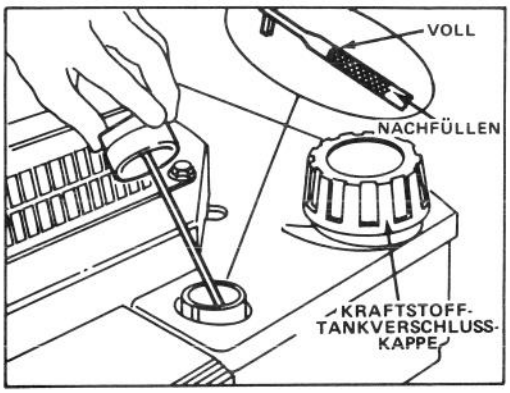

Bild 4
3. Ölmeßstab abwischen und in den Einfüllstutzen stecken. Verschlußkappe eine Vierteldrehung im Uhrzeigersinn drehen. Dann den Ölmeßstab entfernen und Ölstand prüfen (Bild 4). Ist der Ölstand niedrig, Ölstand nur bis zur VOLL-Markierung auf dem Ölmeßstab nachfüllen. NICHT ÜBER DIE VOLL-MARKIERUNG HINAUS FÜLLEN, DENN MOTOR KÖNNTE BEIM START BESCHÄDIGT WERDEN.
1. Rund um die Kraftstofftankverschlußkappe reinigen und Kappe vom Tank entfernen (Bild 4). Bei bleifreiem Benzin Kraftstofftank bis 13 mm unterhalb der Oberseite des Tanks füllen.